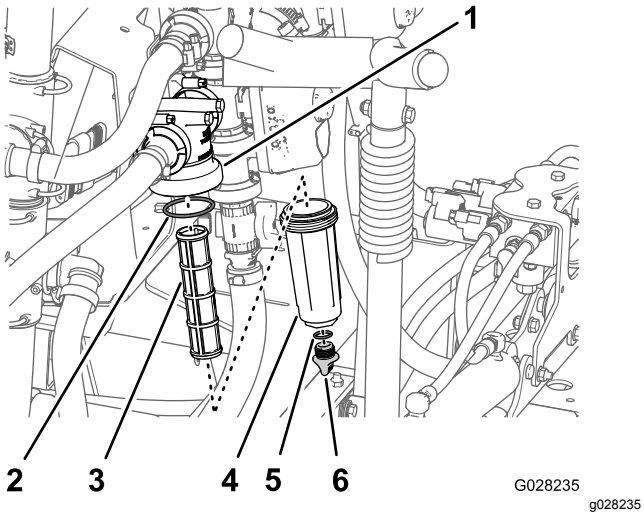

Figur 94
2. Placera ett kärl under tryckfiltret (Figur 94).
3. Vrid avtappningspluggen motsols och ta bort den från tryckfiltrets skål (Figur 94).
4. Vrid skålen moturs och avlägsna den från filterhuvudet (Figur 94).
5. Ta bort det gamla tryckfiltret (Figur 94).
6. Kontrollera att avtappningspluggens o-ring (sitter på insidan av skålen) och skålens o-ring (sitter på filterhuvudets insida) inte är slitna eller skadade (Figur 94).
7. Montera det nya tryckfiltret i filterhuvudet (Figur 94).
8. Montera skålen på filterhuvudet och dra åt den för hand (Figur 94).
9. Montera pluggen i skålen och dra åt stiftet för hand (Figur 94).